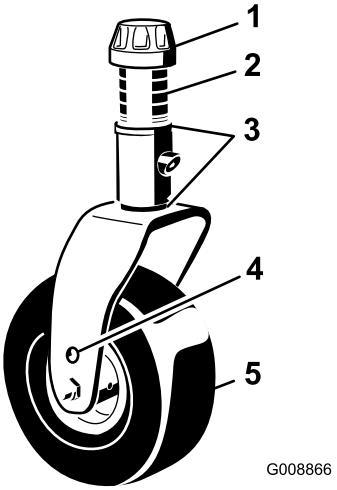

Рисунок 17
3. Снимите натяжную гайку с вала шпинделя (Рисунок 17) и извлеките шпиндель из рычага поворотного колеса. Поместите на вал шпинделя 2 регулировочные прокладки (3 мм), как они были установлены первоначально. Эти регулировочные прокладки необходимы для обеспечения одинакового уровня по всей ширине режущих блоков. Наденьте на вал шпинделя нужное число проставок 13 мм (см. таблицу ниже) для получения требуемой высоты скашивания; затем наденьте шайбу на вал.